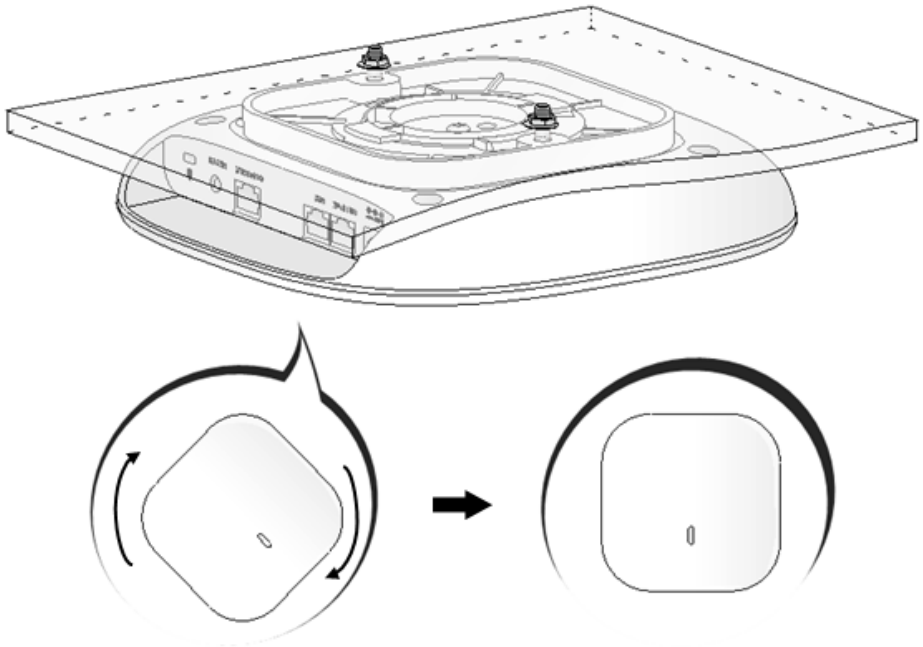

図 7-9 装置の天井への取り付け
5) 装置用ブラケットを壁面/天井用ブラケットのくぼみに合わせて揃えた後、図 7-9のように時計回りに回してください。